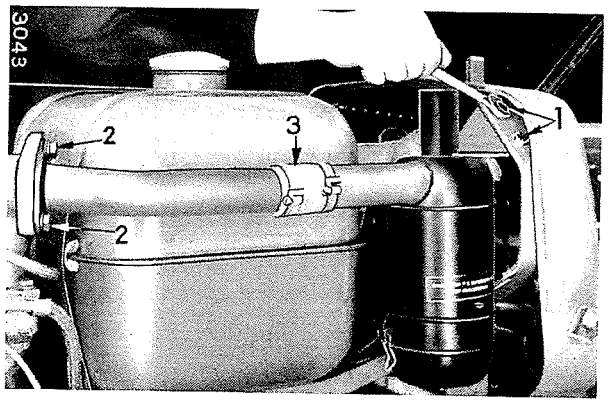

Bild 62
Filterkörper von der Stütze (1) und dem Flansch des Einlaßröhrenwerkes (2) Bild 62 abschrauben.
Wo eine Schlauchverbindung zwischen Anschlußrohr und Luftfilter vorhanden ist (3), Bild 62, soll diese nicht gelöst werden, da sonst ein dichter Abschluß schlecht wiederherzustellen ist.